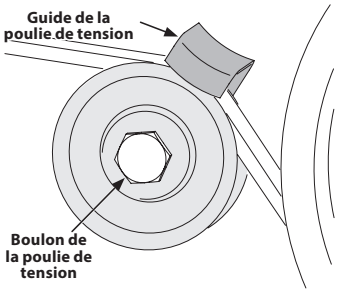

Figure 18
3. Enlevez le boulon de la poulie de tension et dégagez la courroie qui passe en-dessous du guide de courroie. Voir la Figure 18.